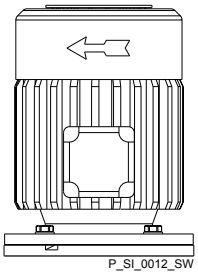

Рис. 16: направление вращения двигателя
– При подключении двигателя обращайте внимание на правильное направление вращения, см. стрелку на обшивке вентилятора, как показано на Рис. 16.